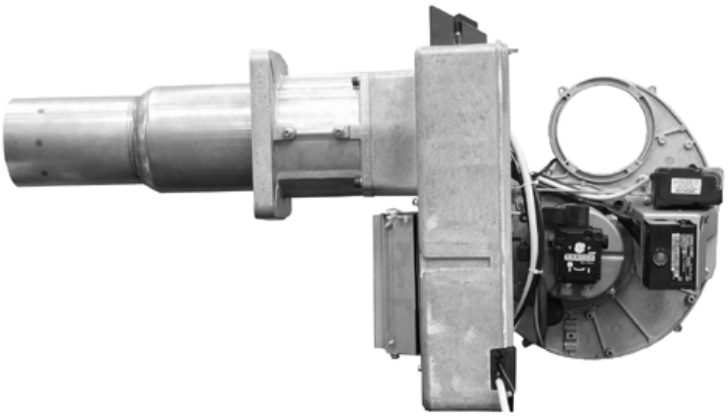

Рис. 46
- Подвесить компонентную плиту, как указано на Рис. 46.